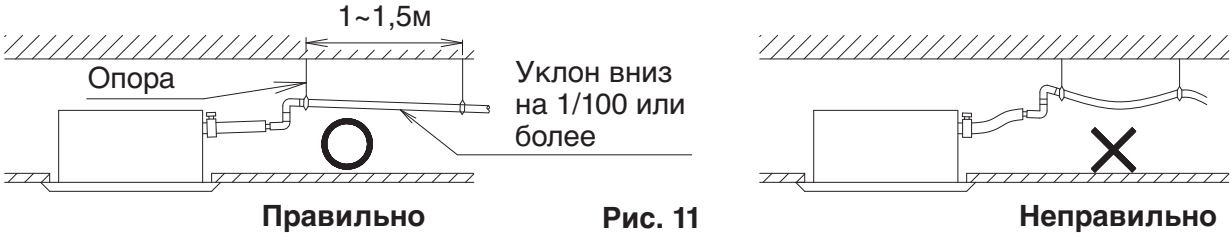

Рис. 11
- Установите самый короткий трубопровод, насколько это возможно, с уклоном в 1/100 или более во избежание его закупоривания воздухом. **(См. Рис. 11)** (Возможно возникновение нехарактерного звука, например бульканья)
- Установите опоры на расстоянии 1 - 1,5 метров таким образом, чтобы трубопровод не отклонялся. **(См. Рис. 11)**
- Следует использовать сливной шланг (1) и металлический зажим (2), имеющиеся в комплекте. Вставьте дренажный шланг (1) в дренажное гнездо выше точки, в которой диаметр гнезда увеличивается. Вставьте металлический зажим (2) конца шланга, обмотанного лентой, и затяните зажим (2) с усилием 1,35±0,15Н·м (135±15Н·см).